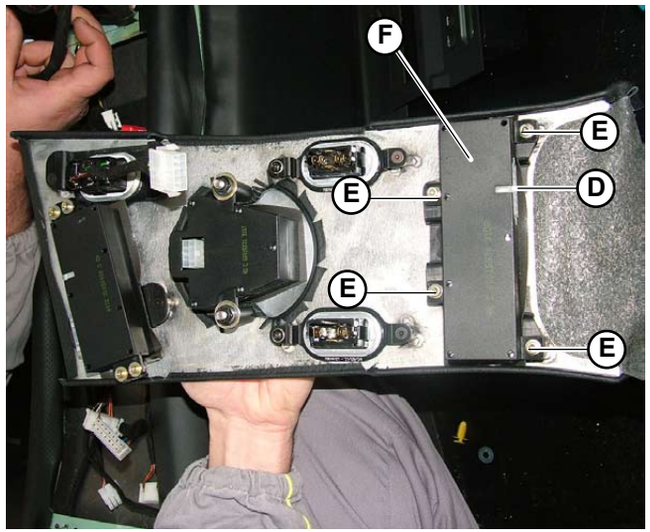

Fig.15
1. Disconnect the connector (**D-Fig.15**).
2. Unscrew the 4 screws (**E-Fig.15**) securing control unit no. 2 (**F-Fig.15**) to the central ornament (**G-Fig.15**).